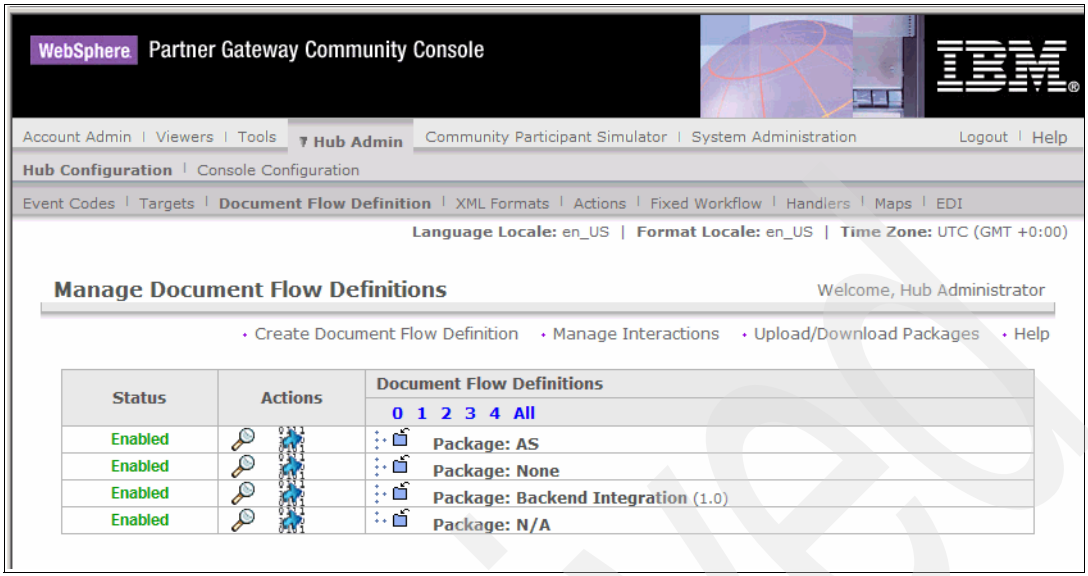

Figure 7-9 List of loaded document flow definitions
1. Select **Hub Admin** → **Hub Configuration** → **Document Flow Definition** (Figure 7-9 on page 150).